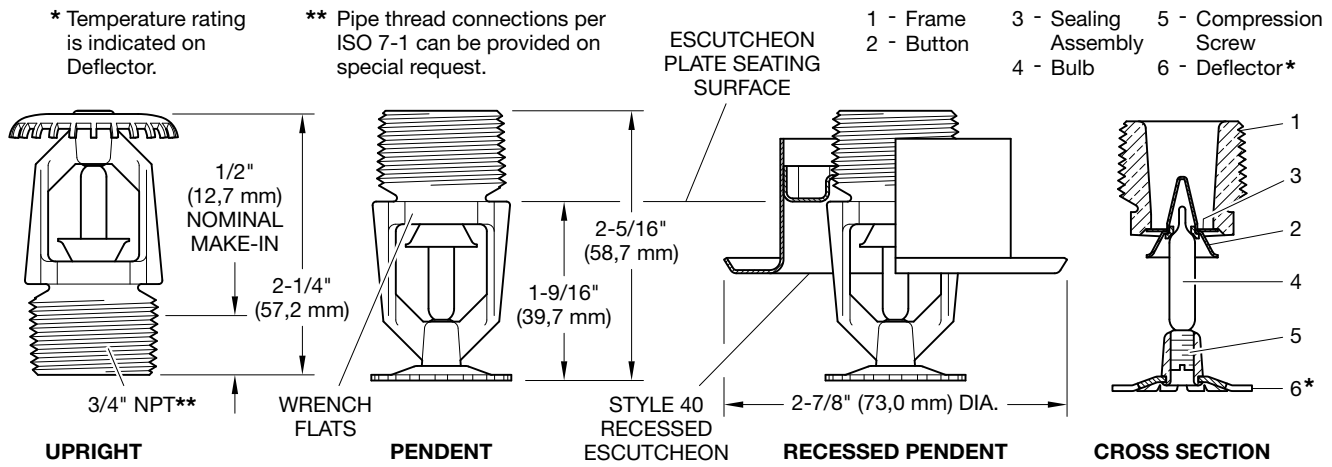
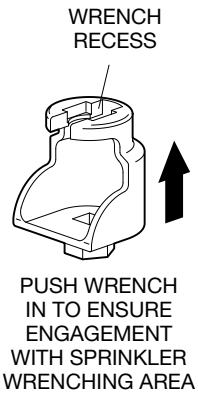

***FIGURE 3***
***FIGURE 8***
**Step 2.** Tighten the sprinkler into the sprinkler fitting using only the W-Type 7 Recessed Sprinkler Wrench, see Figure 8. With reference to Figure 3 or 4, apply the W-Type 7 Recessed Sprinkler wrench to the sprinkler wrench flats.